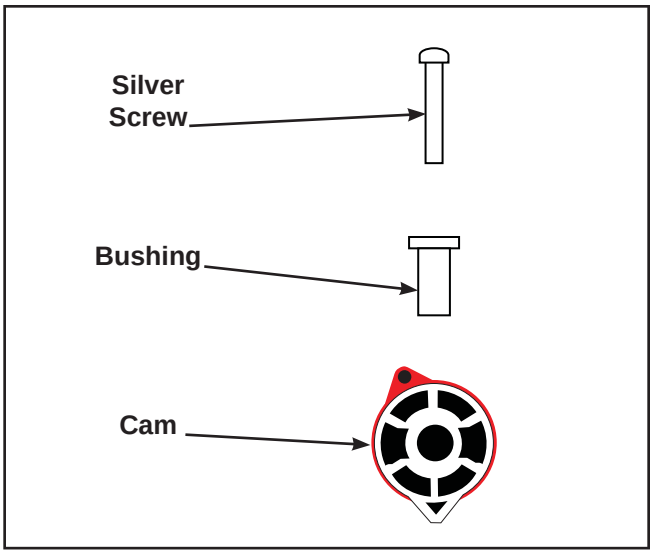
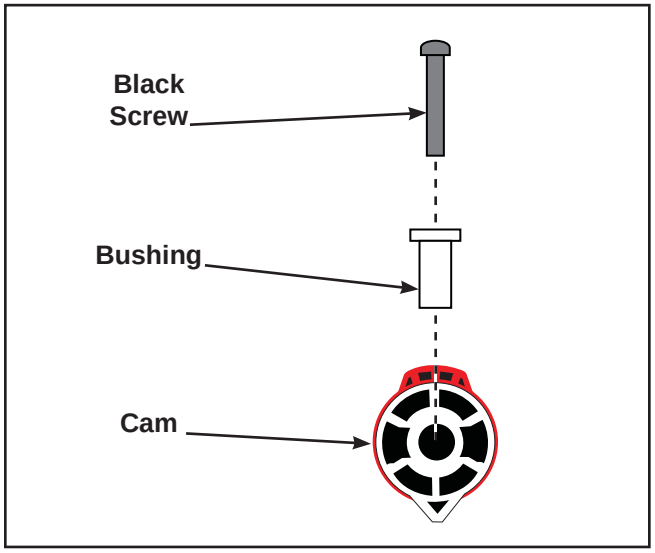

Figure 6
Figure 7
B. Remove the bushing from the cam and set aside. See Figure 6.
B. Assemble the cam by placing the black screw and bushing (from step 6B) into the cam. See Figure 7. ***NOTE:*** *The new cam has a larger red tab. Compare the cam shapes in Figures 6 and 7.*